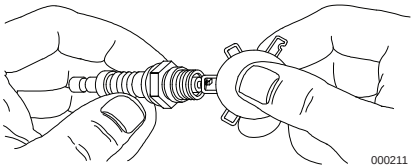

Figura 4-7. Bujía
5. Consulte ***Figura 4-7***. Compruebe la separación de los electrodos con una galga de espesores y ajuste la separación a 0,50 mm (0,02 pulg.).